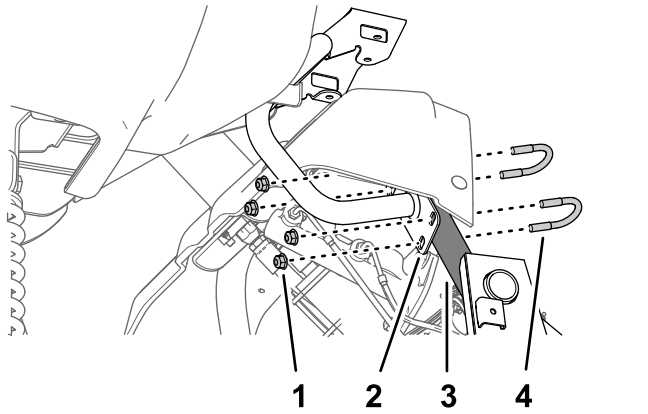

Rysunek 162
3. Zamocuj płytę mocowania monitora do rury nośnej ramy maszyny (Rysunek 162), używając 2 śrub typu „U” i 4 nakrętek kołnierzowych zabezpieczających (5/16 cala).